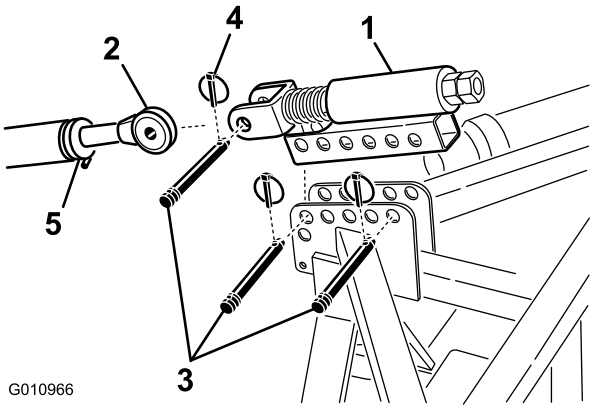

Figuur 7
1. Monteer de veerbelaste bovenste schakel aan de beugel van de beluchter met twee draaipennen en lynchpennen (Figuur 7)
2. Draai de borgmoer op de bovenste schakel van de tractor los. Stel de bovenste schakel af totdat deze is uitgelijnd met de gaffel op de veerbelaste bovenste schakel van de beluchter (Figuur 7).
3. Sluit de bovenste schakel van de tractor aan op de gaffel van de veerbelaste bovenste schakel en vergrendel met een draaipen en lynchpen (Figuur 7).
6. Draai de bovenste schakel totdat de veer met ongeveer 13 mm is samengedrukt (Figuur 7).